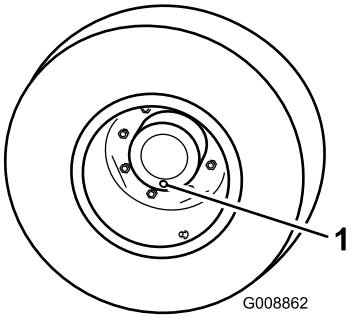

Figura 63
3. Gire la rueda de manera que el tapón de verificación/drenaje (Figura 63) esté en su posición más baja.